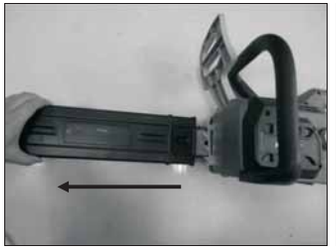

Fig.7A Fig.7B
6.2 RIMUOVERE IL COPRI-LAMA PRIMA DELL'USO (FIG.7A/ FIG.7B).